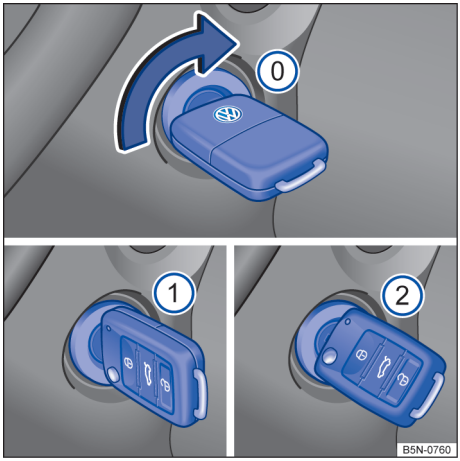

Fig. 80 Ao lado do volante, à direita: posições da chave do veículo no cilindro da ignição.
Posições da chave do veículo → Fig. 80
4.	Girar a chave do veículo no cilindro da ignição para a posição → Fig. 80 ① para ligar a ignição. Nesse instante a luz de controle do sistema de partida aquecida ⌇ irá se acender no instrumento combinado.
6.	Girar a chave do veículo no cilindro da ignição para a posição → Fig. 80 ② para dar partida no motor – não acelerar. Caso a etapa 5 não seja respeitada, a luz de controle ⌇ irá piscar indicando a necessidade de interromper o procedimento de partida e repeti-lo após retornar a chave para a posição → Fig. 80 ⓪ e aguardar aproximadamente 10 segundos.
5.	Girar a chave do veículo no cilindro da ignição para a posição → Fig. 80 ⓪ .